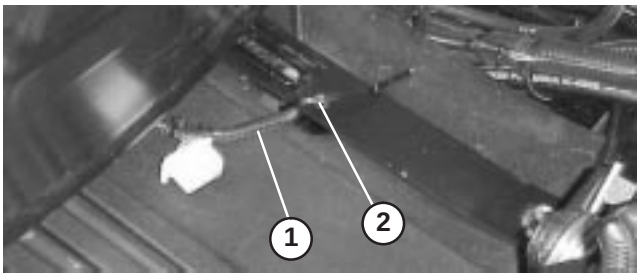

Figur 7
7. Endast för standardsätet: flytta sätet så långt fram som möjligt, dra kabeln till höger så att den kontakt som inte används placeras som visas i figur 7 och fäst sätesbrytarkabeln till det bakersta hålet i sätesremmen med ett kabelband (kabelbandet följer med sätet).